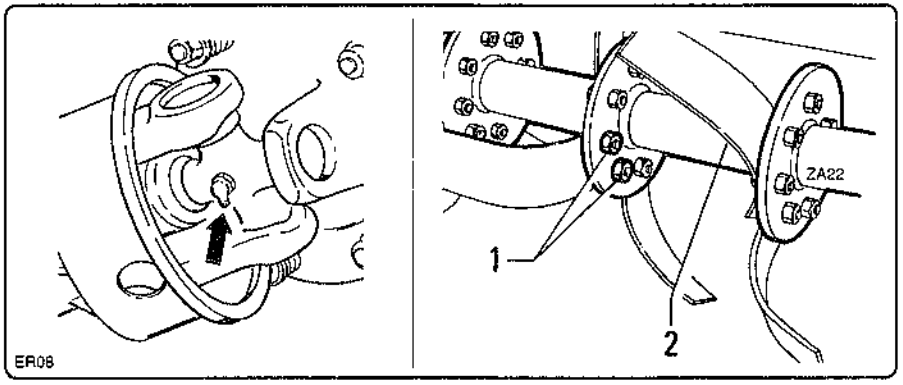

fig. 7.4.2
- Verificare l'integrità dell'albero cardanico ed ingrassare le crociere (fig. 7.4.2).
- Controllare il serraggio dei bulloni "1" di bloccaggio lame al rotore "2" (fig. 7.4.2).
- *Make sure that the driveline is in a perfect condition and grease the spiders (fig. 7.4.2).*